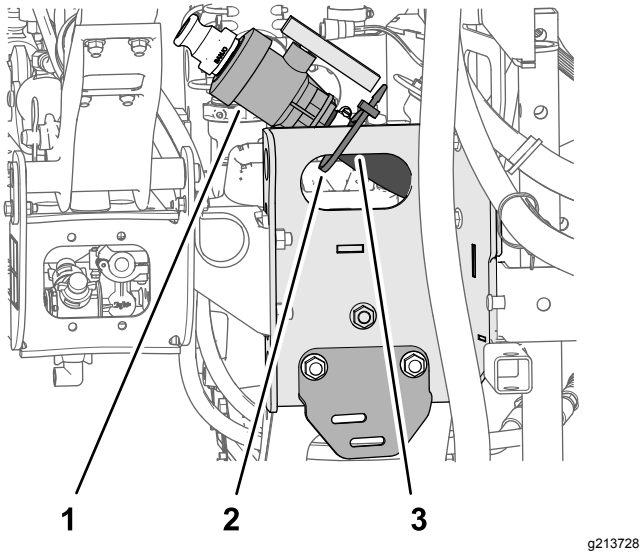

Figur 13
1. Fjern kabelsnoren som fester tappeventilen og slangen til spredertanken, til støtteplatekanalen (Figur 13).